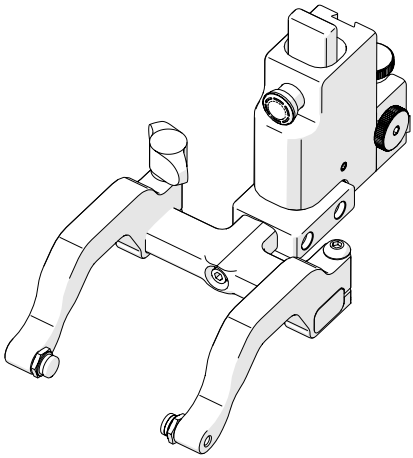

Fig. 112 - 90° probe holder positioning
2. Orient the yoke to the front of the probe holder and screw the yoke into the threaded hole provided *(Fig. 112)*.